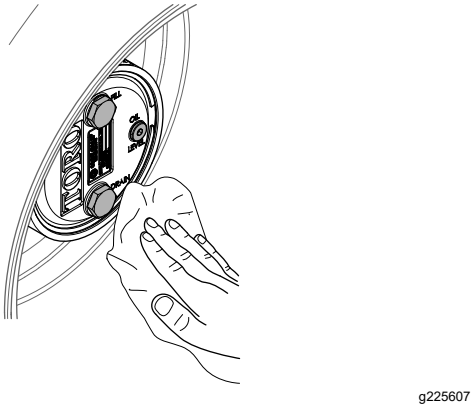

**Figur 105**
3. Tørk av planetgirethuset og bremsehuset (Figur 105).